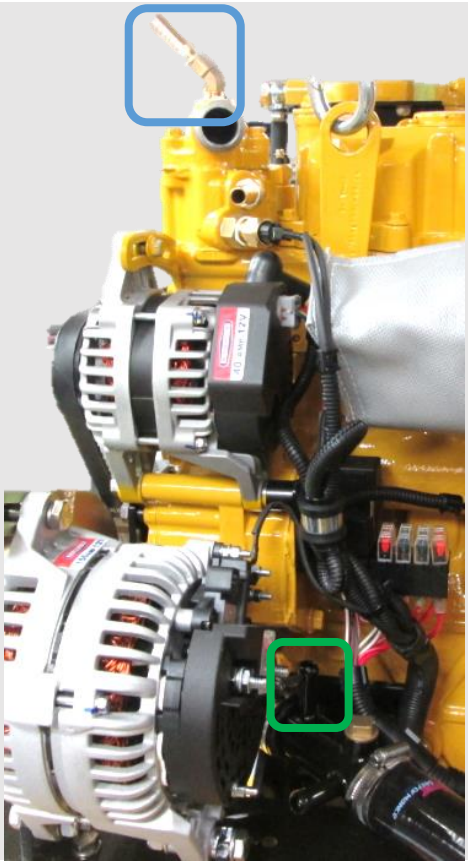

Figure 13: Header Tank Connections
- The connections for the Header Tank are shown on (**Figure 13**)